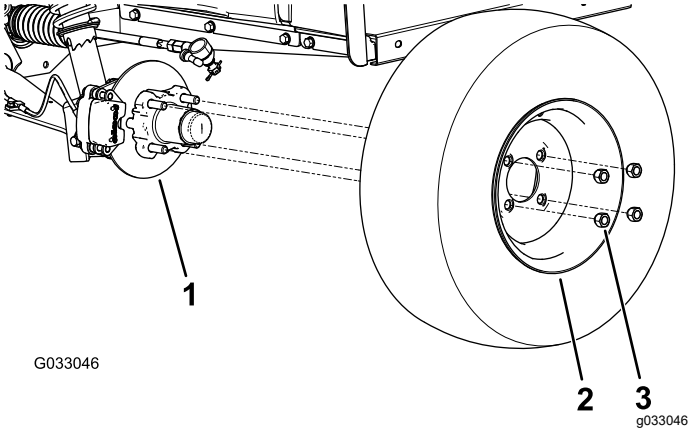

**Figur 29**
2. Ta bort de fyra hjulmuttrar som håller fast hjulet vid navet (Figur 29).
4. Rikta in hålen i hjulet med tapparna i navet, och montera hjulet på navet med ventilskaftet utåt (Figur 29).
5. Fäst hjulet vid navet med hjulmuttrarna (Figur 29).